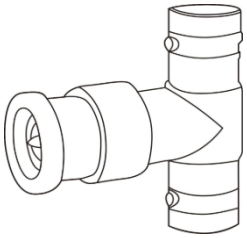
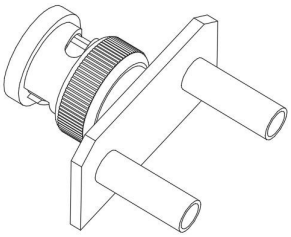

図1　　BNCオスからデュアルメスへの変換
図2　　BNCオス→バナナプラグメス2口
- BNCオス-デュアルメス変換コネクタ（図1参照）の一端を50オームの負荷に接続し、もう一端を図2に示すBNCオス-デュアルバナナメス変換コネクタに接続する。オス端子を標準信号発生器に接続し、信号発生器の出力をオフにする。